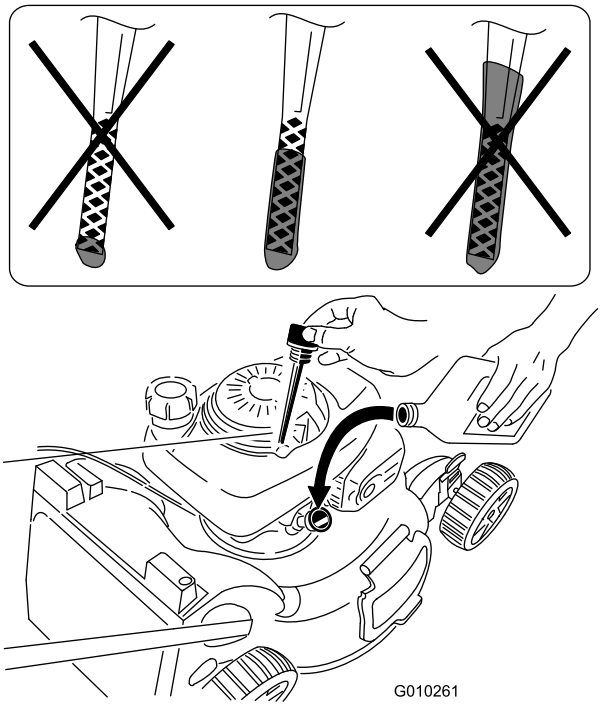

Figuur 41
12. Haal de peilstok eruit en controleer het oliepeil (Figuur 41).
- Als het oliepeil te hoog is, tapt u de overtollige olie af tot het juiste oliepeil is bereikt; zie Figuur 41.